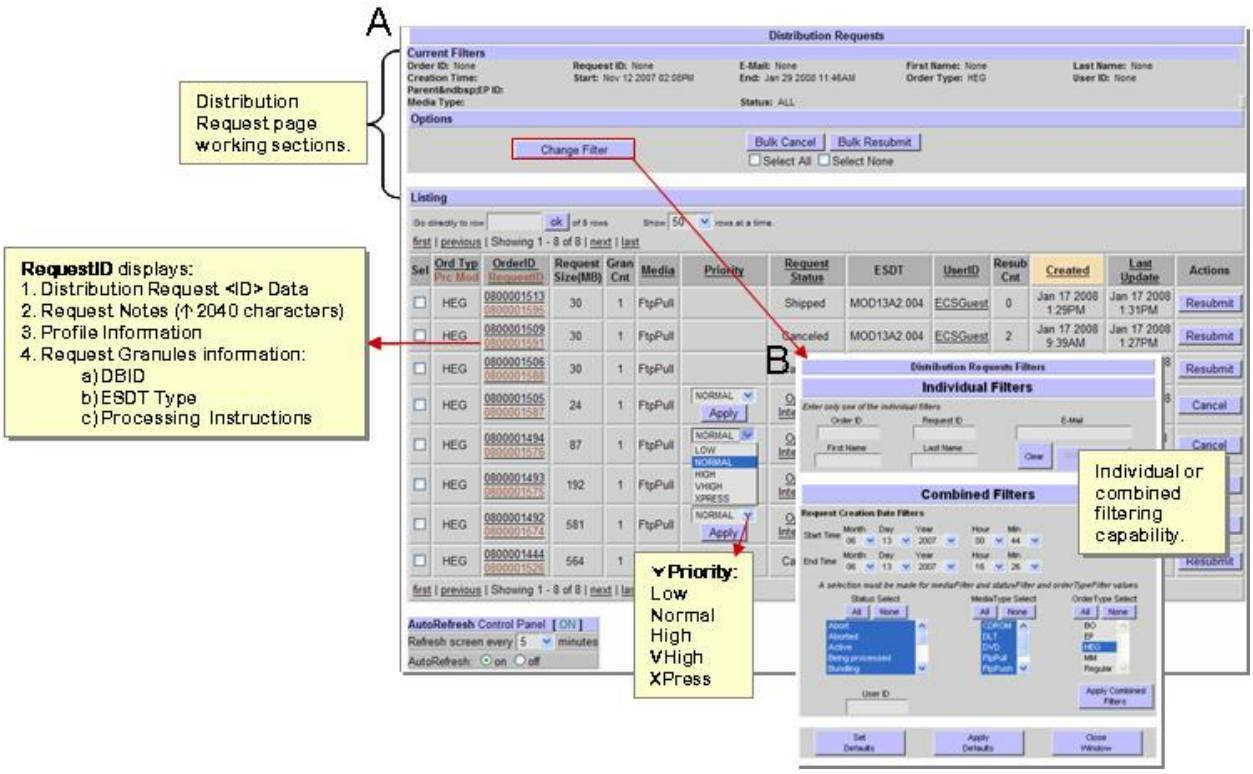
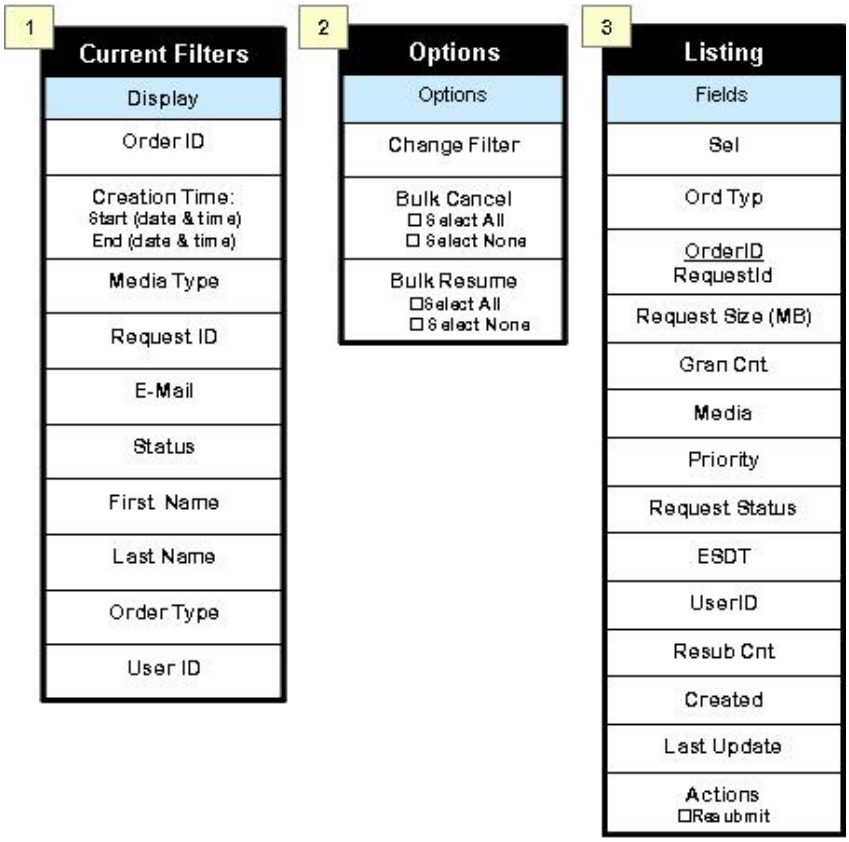

Figure 15.6-20. Distribution Requests Page and Filter Window
Figure 15.6-21. Distribution Requests Page – Fields and Options
- The **Distribution Requests [filter]** page (Figure 15.6-20, Frame A) displays.
1 - **Current Filters** – displays data (Figure 15.6-21, Frame 1) by the set of pre-defined criteria specified (Figure 15.6-20, Frame B) by the Operator.
2 - **Options** – has three features (Figure 15.6-21, Frame 2) to allow operator to:
3 - **Listing –** captures the distribution requests filter output (Figure 15.6-21, Frame 3):
Click the **Change Filter** button, in the **Options** area (Figure 15.6-20, Frame A).
1 - **Individual Filters** – displays limited options (Figure 15.6-20, Frame B) to set a defined criterion specific to a request (Figure 15.6-20, Frame B). Those options are:
2 - **Combined Filters** – has several options (Figure 15.6-20, Frame B) to allow operator to combine multiple criteria to define the filter.